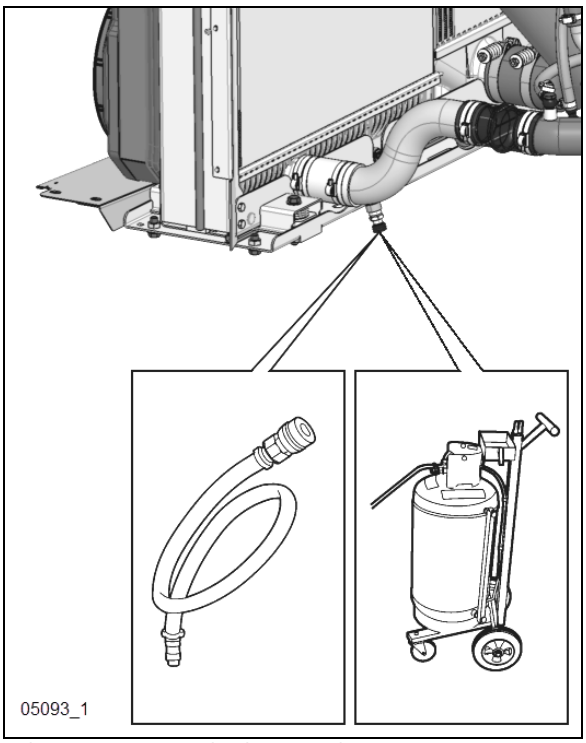

FIGURE 11 : EXTRACTION DE LIQUIDE DE REFROIDISSEMENT
5. Brancher l'extracteur de liquide de refroidissement (Figure 11) vidanger le liquide de refroidissement du moteur. Une autre méthode consiste à vidanger le liquide de refroidissement dans un récipient approprié à l'aide du tuyau de vidange.